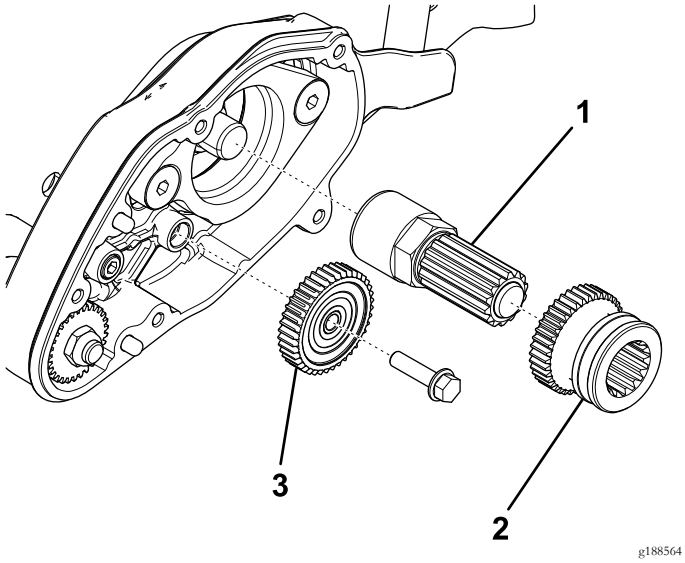

Figuur 2
4. Verwijder het tussentandwiel met 40 tanden (Figuur 2).
5. Verwijder het aandrijftandwiel en de as van de kooiasverlenging (Figuur 2).